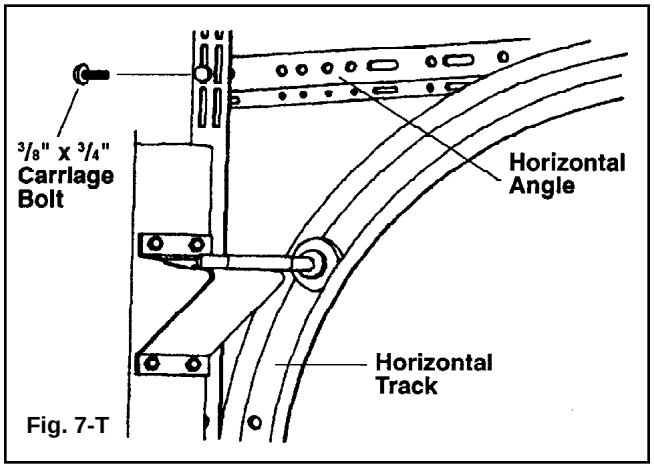

Fig. 7-T
**Step 6:** Place the track over the roller in the top bracket. Attach the curved end of the horizontal track to the flag bracket with two 1/4" x 5/8" track bolts and 1/4" flange nuts so that the heads of the screws are on the inside of the track. Attach the end of the horizontal angle to the top of the flag bracket with a 3/8" x 3/4" carriage bolt and 3/8" hex nut. The horizontal and vertical track must join together to form a continuous channel for the rollers. (FIG. 7-T)